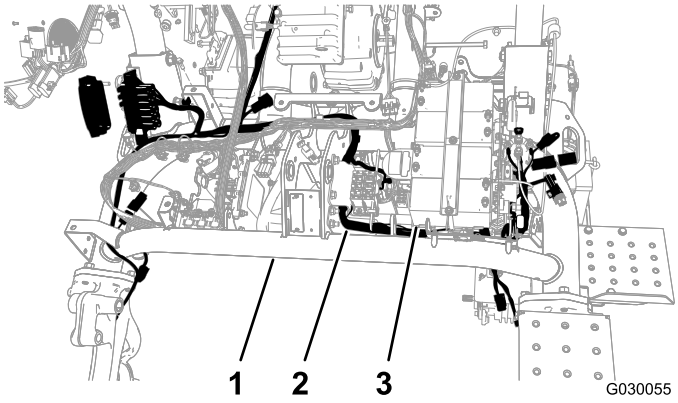

Figur 4
4. Før ledningssatsen under rammens hovedrør og foran spolebatteriene (Figur 4).